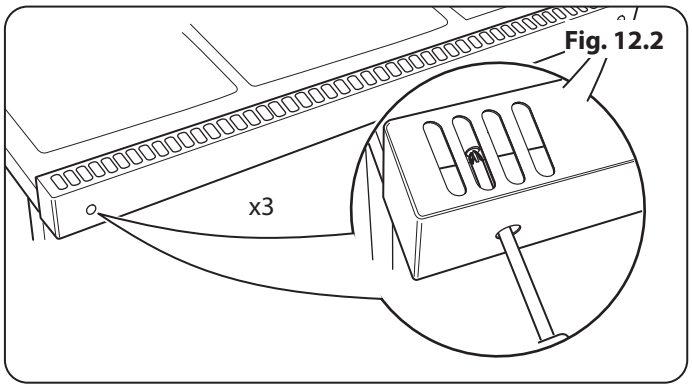

Fig. 12.2
1. Loosen the three nuts and bolts in the back of the hotplate (**Fig. 12.2**).
2. Fit the flue vent over the bolts and slide down (**Fig. 12.2**). Tighten the nuts to secure.